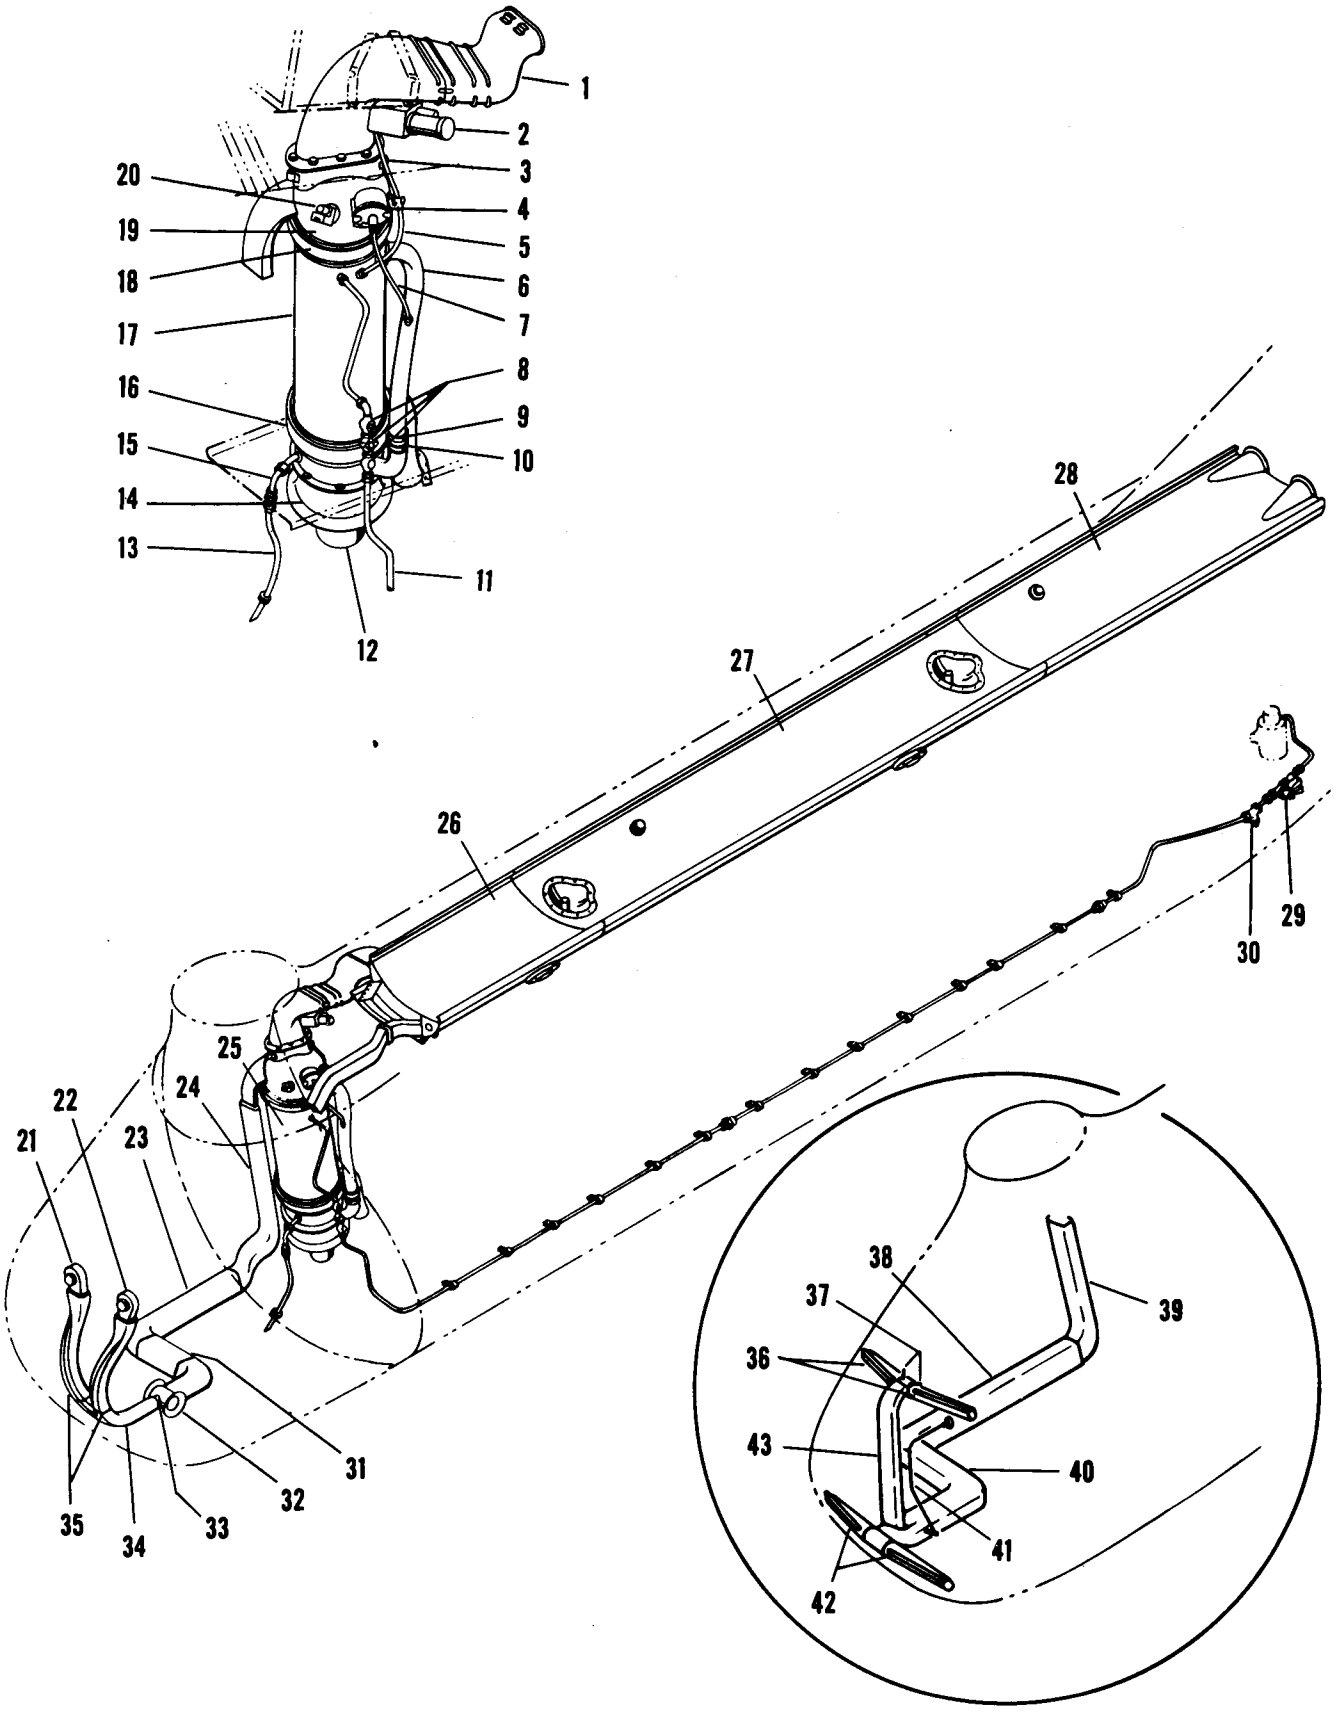

Figure 4-1. Helicopter Heating System
4-2. DESCRIPTION. (See figure 4-1.) The recirculating air heating and ventilating system has a gasoline heater with a rated output of 200,000 BTU/hour. The unit is operated electrically and receives its fuel supply from the engine fuel system. Air from the cabin is blown into the heater and is transmitted by ducting to the cockpit foot warmers and windshield defrosters and to the anemostats overhead in the cabin. The system is energized by two switches on the console. The heater assembly is mounted vertically on the aft right side of the bulkhead which separates cockpit and cabin. One heated air duct extends forward under the cockpit floor to the foot warmers located at the pilots' feet and then up to the windshield defrosters. The other heated air duct is mounted overhead along the entire length of the cabin directly below the transmission drive shafting. The heater blower and motor assembly is located above the cabin floor directly beneath the heater. See Section X for the electrical circuit wiring diagram.
4-3. OPERATION. (See figure 4-1.) To operate the heater, turn the heater switch ON. This will automatically start the blower. The blower switch is used to operate the blower during warm weather when it is desired to ventilate the cabin. When the heater switch is turned ON, the following sequence of events occurs in the system.
NOMENCLATURE KEY FOR FIGURE 4-1
4-5. REMOVAL—HEATER ASSEMBLY. (See figure 4-1.) The heater unit is attached to the two adapters (14 and 19) which are flange-mounted on two support brackets riveted to the structure at the canted bulkhead. The blower (12) is attached to the lower mounting bracket, and a combustion air intake pipe (6) extends from the lower adapter to the top of the heater. The hot air ducting (1) is attached to the upper mounting bracket. Remove the heater assembly as follows:
c. Disconnect the hose assembly (7) from the air pressure switch (4).
d. Remove the combustion air intake pipe (6) by removing the attaching clamps.
e. Disconnect the exhaust pipe (9) by removing the attaching clamp.
f. Disconnect the heater drain line (15) at the lower adapter (14).